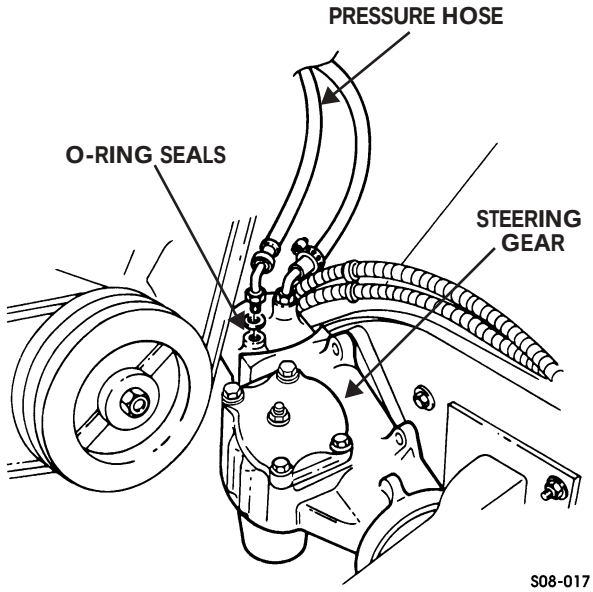

Figure 8-26: Hydro-Boost Hoses
1. Install two O-ring seals on pressure hose and connect pressure hose to steering gear and hydro-boost (Figure 8-26).